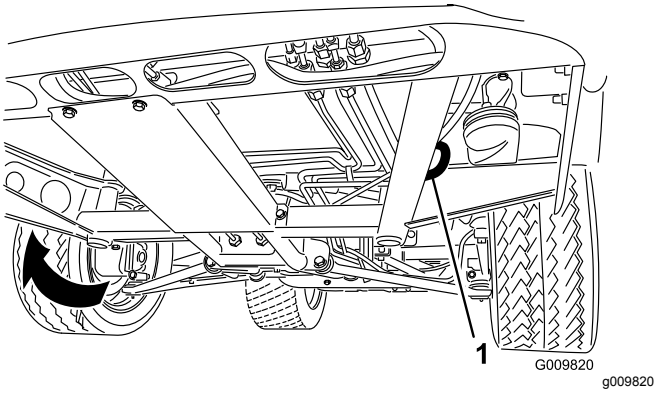
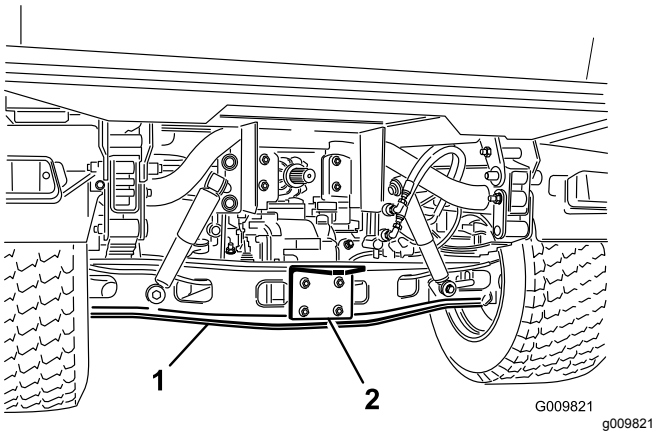

図 26
図 27
ロープがけポイントについては図 26 と 図 27 を参照してください。
1. 機体前部にある牽引トングにロープなどの牽引索を取り付ける図 26。